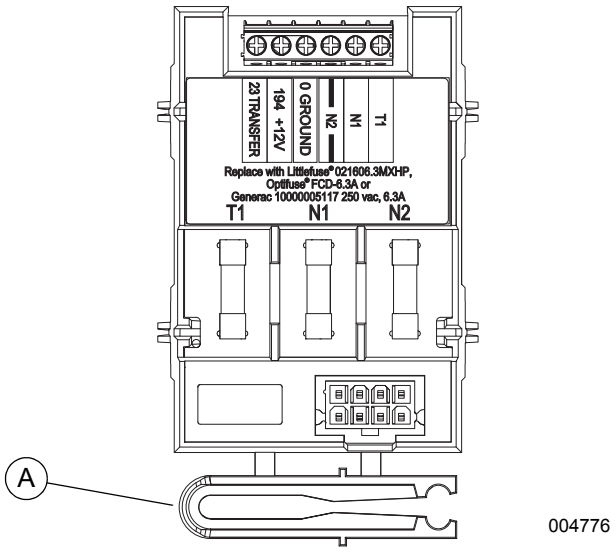

Figure 4-2. Fuse Removal and Installation Tool
See ***Figure 4-2***. A fuse removal and installation tool (A) is included in the control housing.